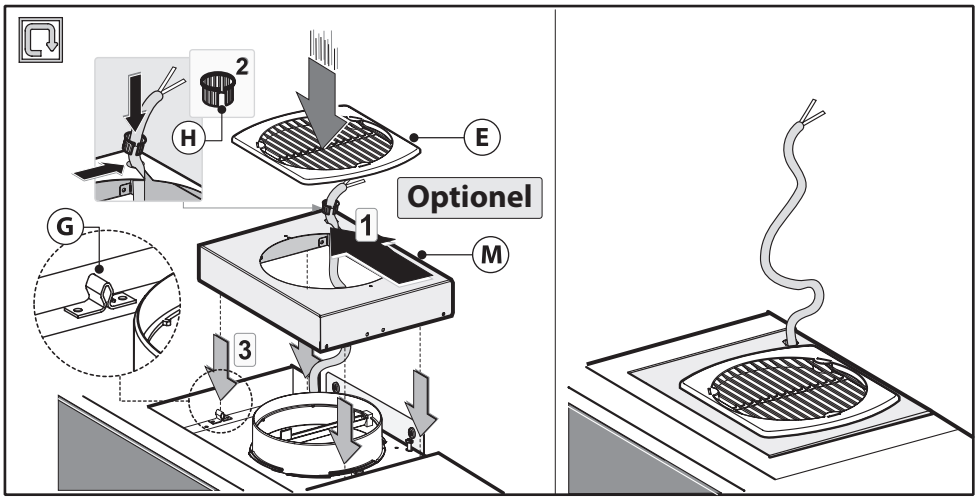
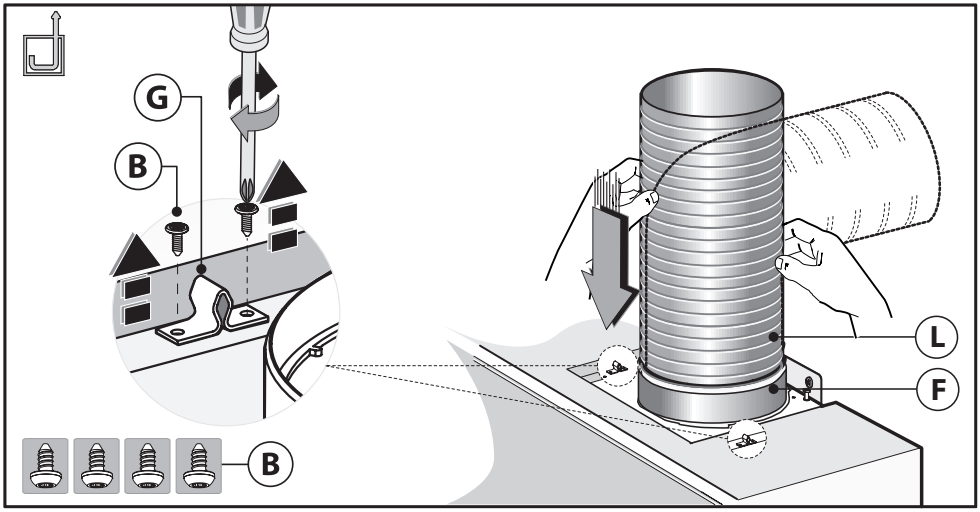

Fig.6
Fig.7
Installez un tuyau d'évacuation flexible **L** (non fourni avec la hotte), et fixez-le avec un collier **F** (non fourni avec la hotte) à la buse d'évacuation de l'air (Fig. 7).
- Faire passer le câble d'alimentation dans le cache de protection **M** (fig. 6, en option).
- Fixer le cache de protection **M** et la grille **E** en faisant attention qu'il s'accroche parfaitement sur les clips de fixation **G**. (fig. 6), que vous aurez fixez auparavant à la hotte (fig. 7)